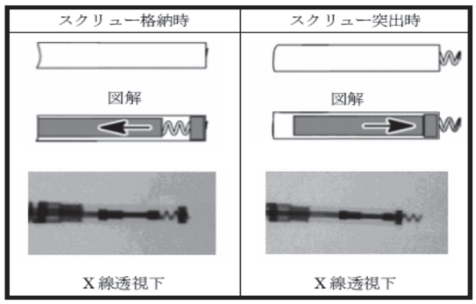

図2　スクリューの位置
(3) リードの固定の際、エックス線透視下で不透過性マーカが接触し、スクリューがリード先端のマーカの外側に突出していることを確認すること（図2）。スクリューの突出を確実に行わないと固定ができなかったり、適切なセンシングができない場合がある。